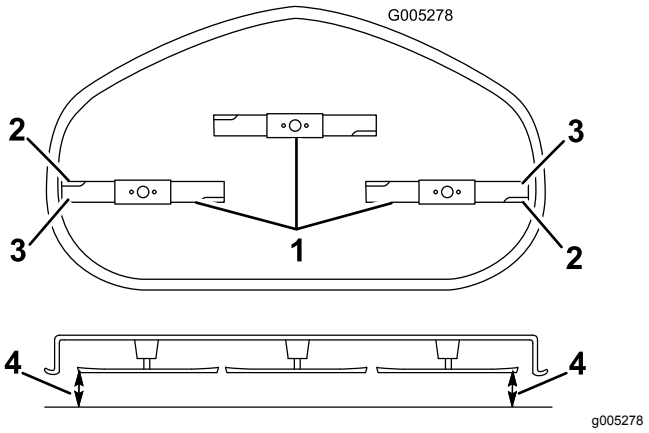

Figure 52
4. Faites pivoter les lames avec précaution pour qu'elles soient toutes parallèles (Figure 52).
5. Mesurez la distance entre les tranchants extérieurs et le sol plat (Figure 52). Si les deux mesures diffèrent de plus de 5 mm (3/16 po), un réglage s'impose. Poursuivez la procédure.